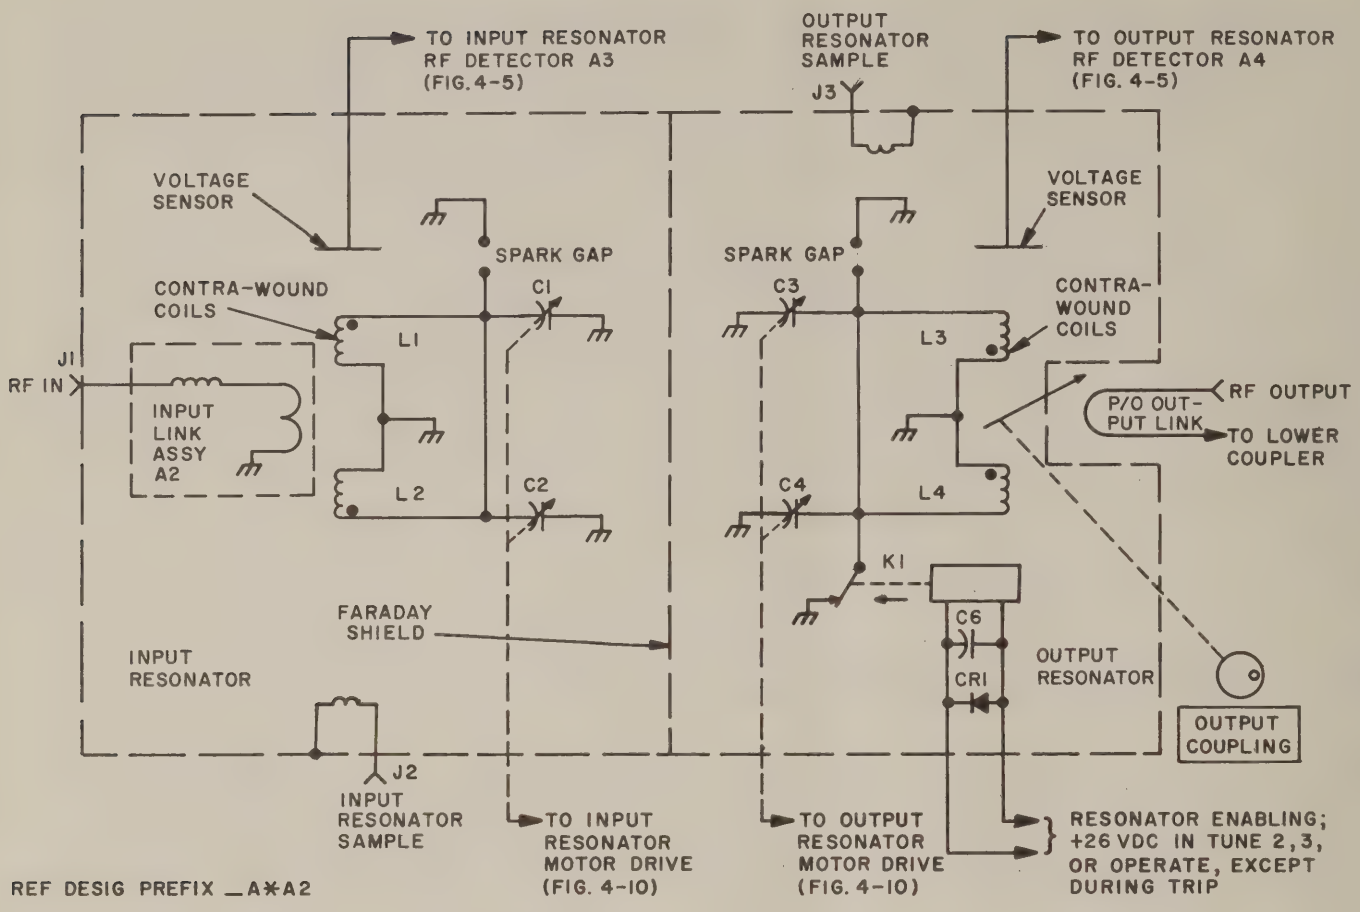

Figure 4-2. AN/SRA-35(V) Resonators, Simplified Schematic
- The resonator coils are contra-wound (figure 4-2). A contra-wound coil has two parallel connected halves rather than two series connected halves (as is the usual case with a center tapped coil). Half of the winding is wound with opposite pitch, allowing the outside (and inside) turns to be connected together.
- The construction of the AN/SRA-35(V) resonator coils makes it unnecessary to use the coaxial tubing arrangement for water feed as is used in the AN/SRA-36(V), 37(V).
- The resonators are tuned with two parallel connected capacitors instead of a single capacitor as in the AN/SRA-36(V) and 37(V). As a result it is very important from a capacitor dissipation view point, that both capacitors track (i.e., maintain equal capacity) thus insuring equal current distribution between the two.